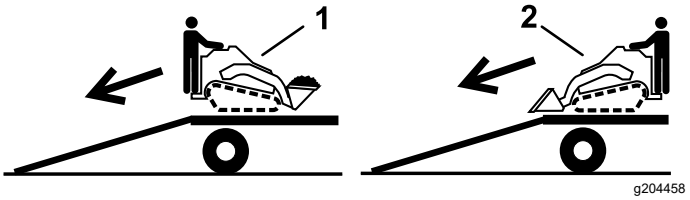

Figura 30
2. Descargue la máquina del remolque por la rampa con el extremo más pesado hacia arriba, y la carga en la posición más baja posible (Figura 30).